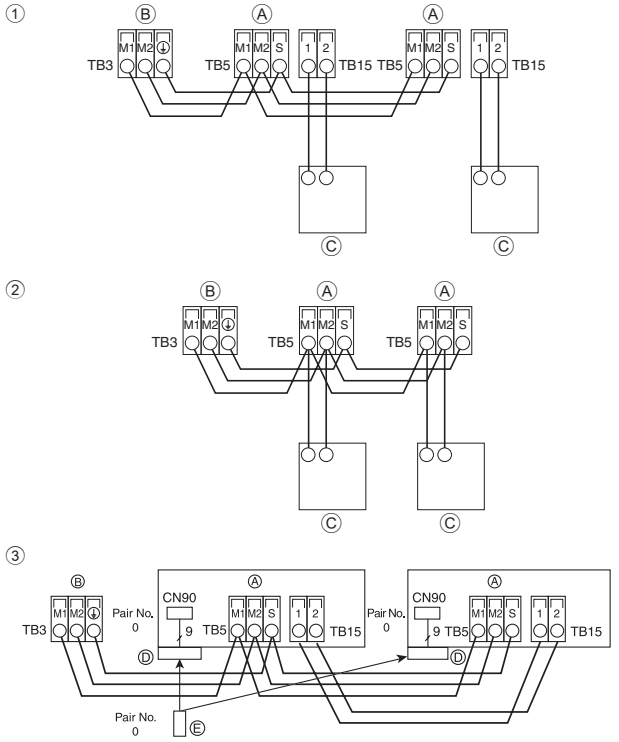

Fig. 6-3
6.4. Anschluss der Fernbedienungs-, Innen- und Außenübertragungskabel (Fig. 6-3)
① MA-Fernbedienung
② M-NET-Fernbedienung
③ Kabellose Fernbedienung (bei Installation des kabellosen Signalempfängers)